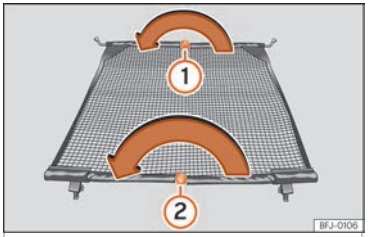

Fig. 167 Plegar la red de separación.
- Presione el botón de desbloqueo ››› **fig. 167** ① y pliegue la varilla transversal en el sentido de la flecha manteniendo el botón presionado.
- Presione el botón de desbloqueo ››› **fig. 167** ② y pliegue la varilla transversal en el sentido de la flecha manteniendo el botón presionado.